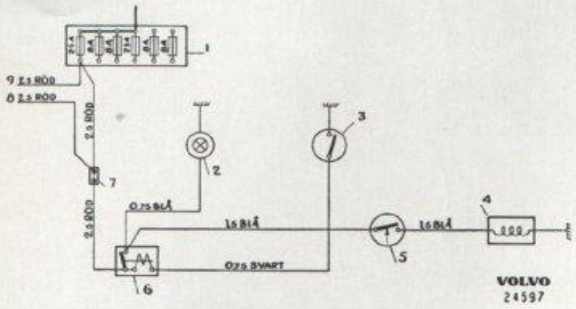

Bild 3-34. Elektriskt kopplingsschema
Vid inkoppling av överväxeln slår man till en kontakt placerad på instrumentbrädan. Ström passerar denna kontakt och går via kontakten på växellådan till en solenoid (4) på överväxeln, se bild 3-34.